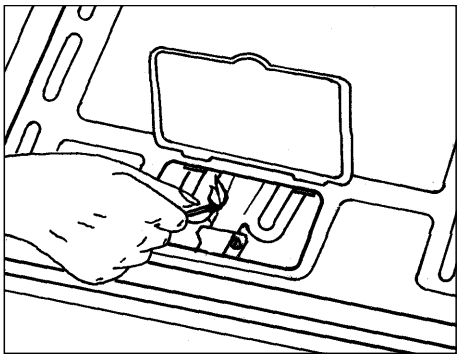

fig. 1
2. Approchez une flamme du brûleur du four (fig. 1).